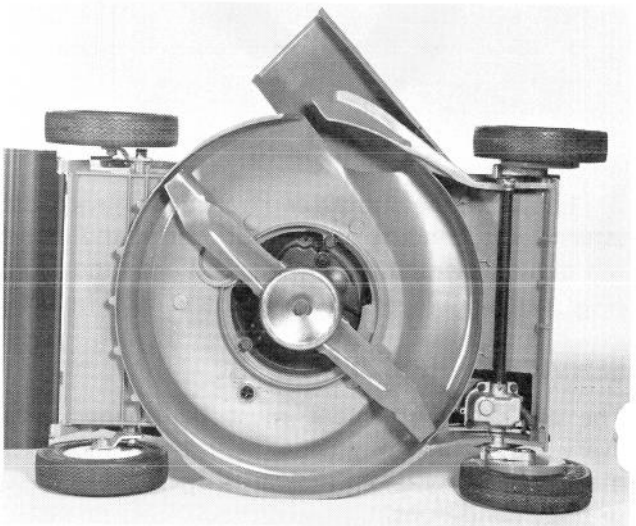

Figure 23
2. Tip mower on its left side (Fig. 23).